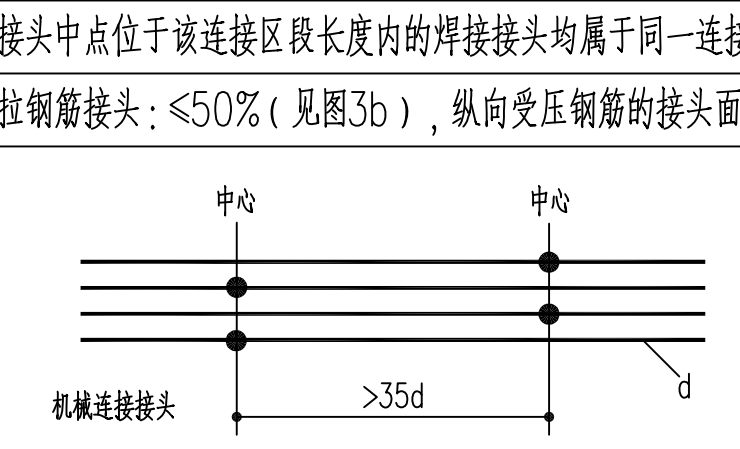

图3a. 机械连接接头面积百分率50%
4.2.11 纵向受力钢筋机械连接接头宜相互错开。钢筋机械连接接头连接区段内的长度为35d(d为纵向受力钢筋的较大直径),凡接头中点位于该连接区段长度内的机械连接接头均属于同一连接区段。当受力较大处设置机械连接接头时:位于同一连接区段内的受拉钢筋接头面积百分率:≤50%(见图3a),纵向受压钢筋的接头面积百分率可不受限制。机械连接的接头性能应符合《钢筋机械连接通用技术规程》JGJ107-2003 的Ⅱ级接头性能;机械连接优先采用钢筋直螺纹套筒接头(本工程d?22的钢筋应采用直螺纹套筒接头)。